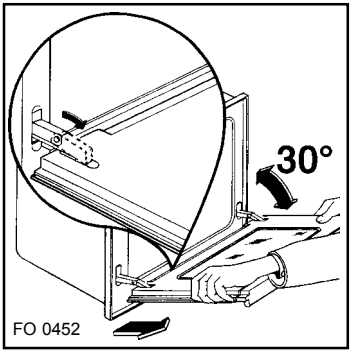

Fig. 5
- refermez la porte de façon a lui faire toucher les languettes, pousser de nouveau la porte comme si vous voulier la fermer et tirez-la vers l'extérieur en l'enlevant de son support (Fig. 5);